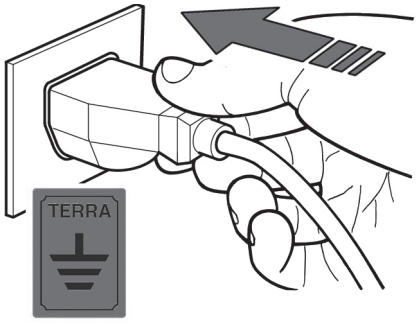

fig. 10
- It is imperative that the complete equipment is properly connected to an efficient earth connection (fig. 10).
2) Insert the power plug into the socket provided by the customer (fig. 10), making sure that it has earth contact and that there are no multiple sockets connected .